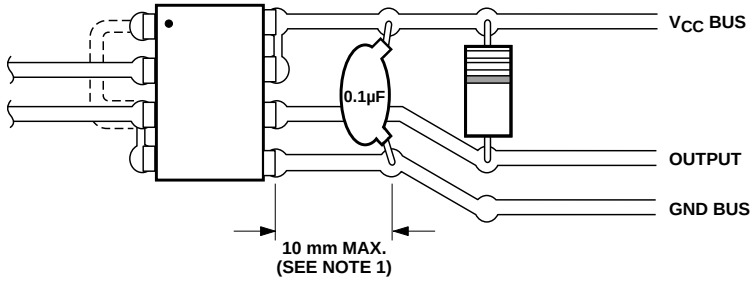

Figure 15. Recommended Printed Circuit Board Layout.
1. Bypassing of the power supply line is required with a 0.1 µF ceramic disc capacitor adjacent to each optocoupler, as illustrated in Figure 15. Total lead length between both ends of the capacitor and the isolator pins should not exceed 10 mm.
8. CM_L is the maximum tolerable rate of fall of the common mode voltage to assure that the output will remain in a low logic state (i.e., $V_{OUT} < 0.8$ V). This specification assumes that good board layout procedures were followed to reduce the effective input/output capacitance as shown in Figure 15.